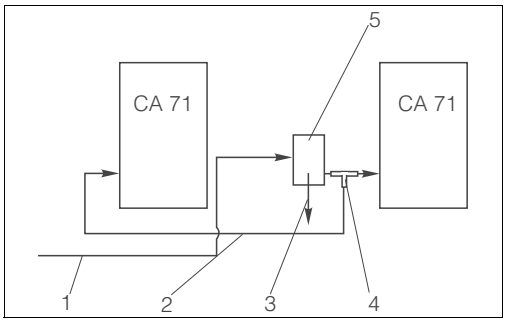

Fig. 9: Installation example
- Distance between the analyzers as short as possible: sampling line between T-piece and the second analyzer (Fig. 9, item 2) shorter than 1.5 m